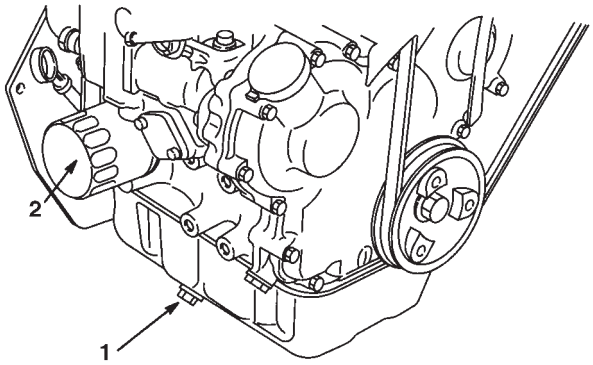

Bild 27
4. Stellen Sie ein Auffanggefäß unter die Verschlussschraube. Entfernen Sie die Verschlussschraube (Bild 27) und lassen das Öl vollständig ablaufen.